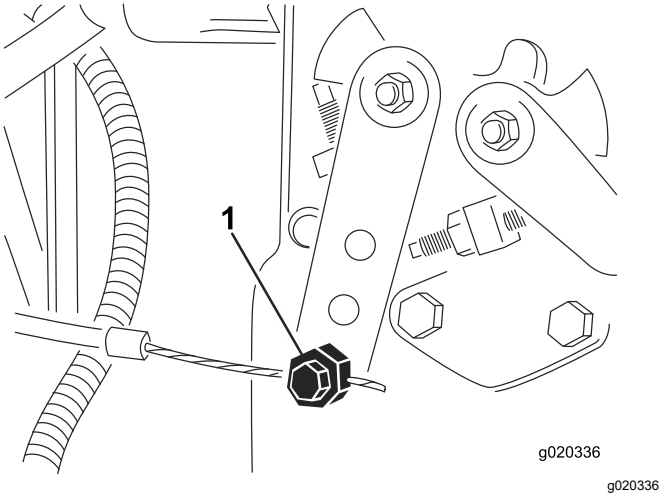

**Figur 75**
3. Lossa gasreglagekabelns kontaktdon på spaken vid insprutningspumpen (Figur 75).